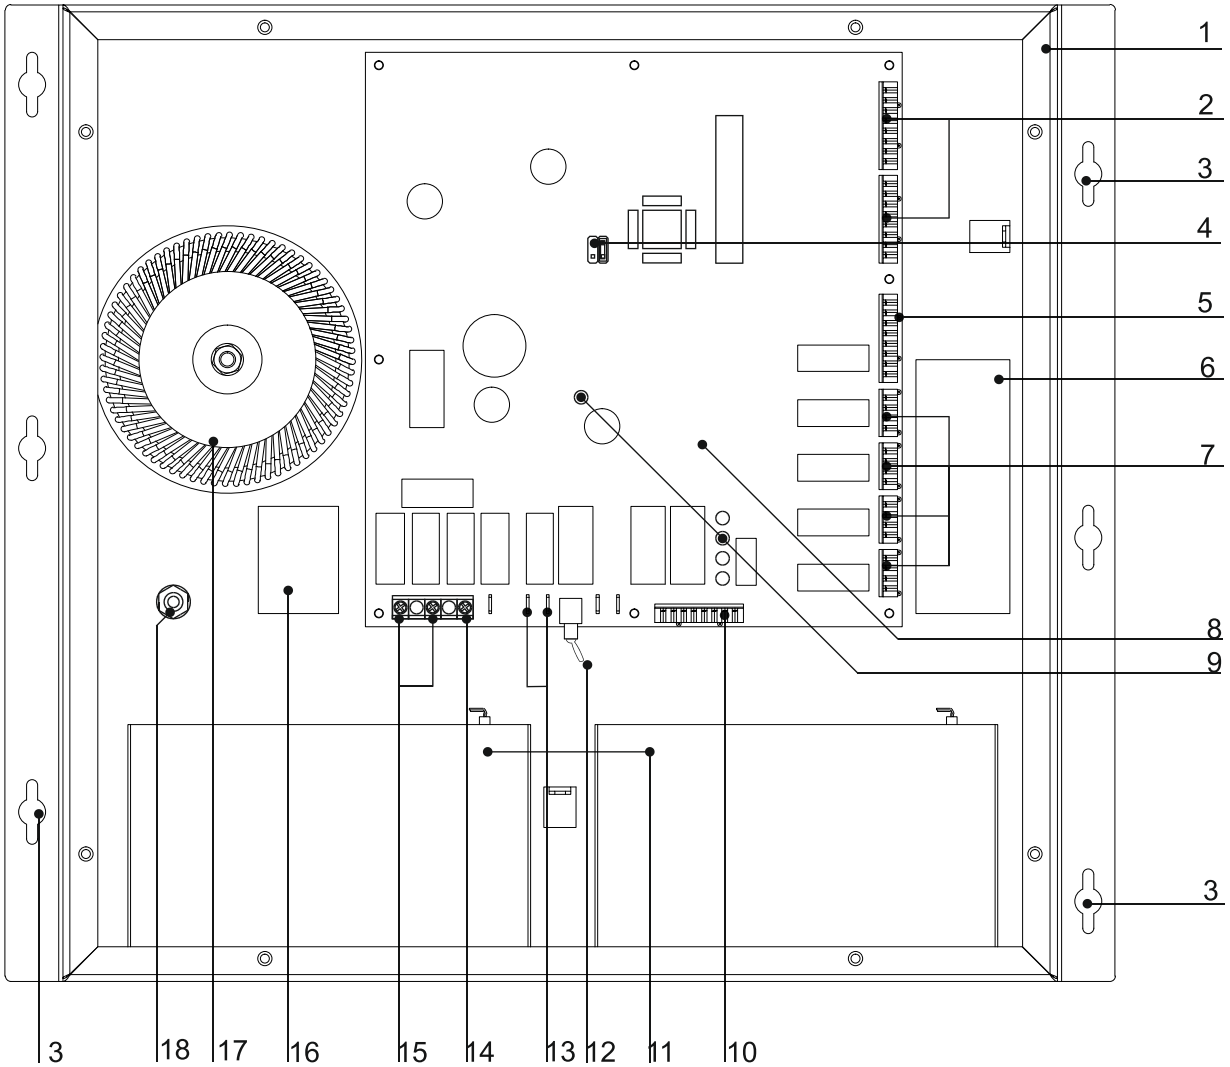

Рис. 1. Вид на ЛБС со снятой крышкой.
Блок имеет 7 портов различного назначения с интерфейсами RS485. Порты RS485, предназначенные для связи с другими ЛБС (рис. 1 поз. 2) имеют изоляторы линии связи, поскольку питание разных ЛБС в системе может выполнятся от различных сетей 230 В.
Внимание! Все локальные блоки связи Тромбон СОРС-ЛБС должны быть подключены к контуру заземления здания. Для заземления ЛБС предусмотрен специальная клемма на шасси блока. рис. 1 поз. 18.
2). Снимите крышку Блока. Протяните кабели питания и линии связи через специальные отверстия в задней стенке Блока (рис. 1, поз. 6 и 16). Установите Блок на стену.
4). Подключите питание 230 В. Напряжение питания к клеммам 15 рис. 1, заземление к клемме 14. ВНИМАНИЕ! напряжение питания на Блок должно подаваться через отдельный автомат защиты!
5). Подключите к разъему рис. 1, поз. 2 линии связи с другими ЛБС системы. Схема подключения указана в приложении 2. Рекомендации по выбору типов кабелей приведены в Приложении 7.
7). Линии связи с абонентскими устройствами подключите к разъемам поз. 7, рис. 1. (схема в приложении 4).
8). К разъему рис. 1, поз. 10 подключите, по необходимости, две линии для удаленного контроля состояний «Пуск» и «Неисправность». Внимание! У приборов с датой выпуска с августа 2024 г., а также у обновлений прошивки начиная с версии 1_06 и выше изменена работа реле «Неисправность». При отсутствии неисправностей реле на выходе «неисправность» включено. При наличии неисправностей или обесточенном блоке реле выключено, что соответствует наличию сигнала «Неисправность». Назначение контактов разъема в Приложении 5.
9). Проконтролируйте, что выключатель питания находится в положении выключено, как указано на рис. 1, поз. 12. Подключите к клеммам рис. 1, поз. 13 две аккумуляторные батареи напряжением 12 В и емкостью 7 или 9 А*Ч каждая. Батареи подключаются параллельно.
11). Переведите переключатель питания поз. 12 в положение включено. Проконтролируйте правильность свечения индикаторов рис. 1, поз. 9:
- Индикатор питания 230 В «Сеть» (верхний в линейке из 4 индикаторов рис. 1 поз. 9) - горит;